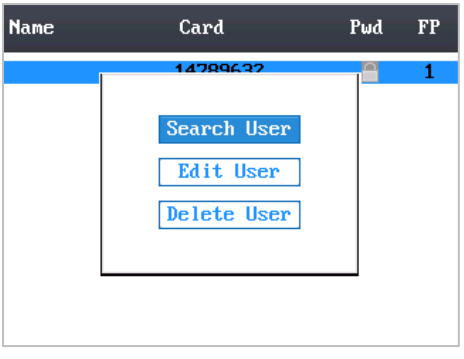

Figure 6-9 Managing User Interface
2. Click the **#** key to popup an interface for selecting corresponding operations. (Figure 6-9)
2. Click the **#** key to pop up an interface for selecting corresponding operations. (Figure 6-9)